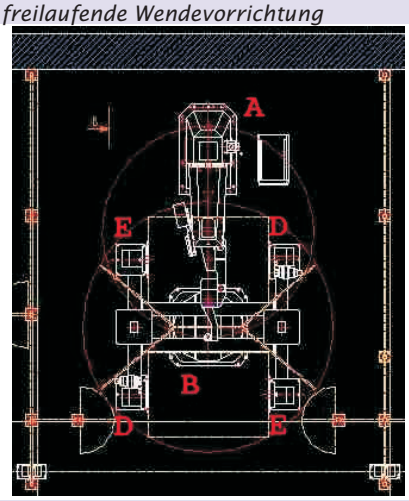

Bild 1: Layout der Anlage im Grundriss
***Legende für Bild 1 und 2: A:** Hängender igm Schweißroboter RT330., B:Takttisch oder auch Drehtisch, C: angetriebene Wendevorrichtung, D: freilaufende Wendevorrichtung*